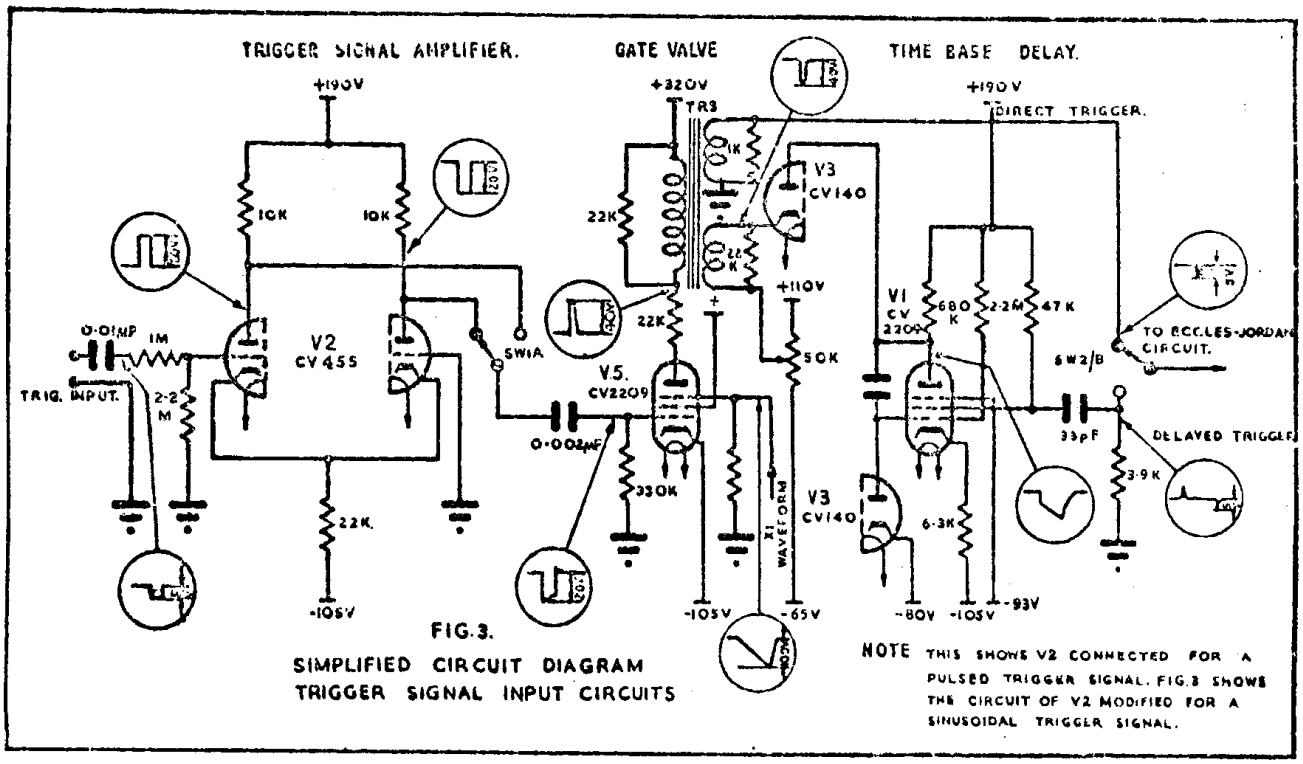

FIG.3.
3.1 Reference should be made to the simplified circuit diagram, Figs. 3 and 4, and to the complete circuit diagram, Fig. 8.
NOTE THIS SHOWS V2 CONNECTED FOR A PULSED TRIGGER SIGNAL. FIG.3 SHOWS THE CIRCUIT OF V2 MODIFIED FOR A SINUSOIDAL TRIGGER SIGNAL.